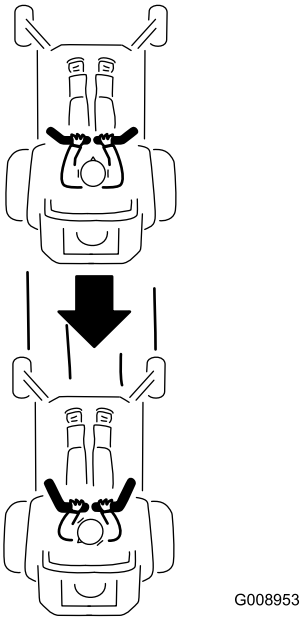

Figur 24
2. Backa genom att försiktigt dra rörelsereglage-spakarna bakåt (Figur 24).